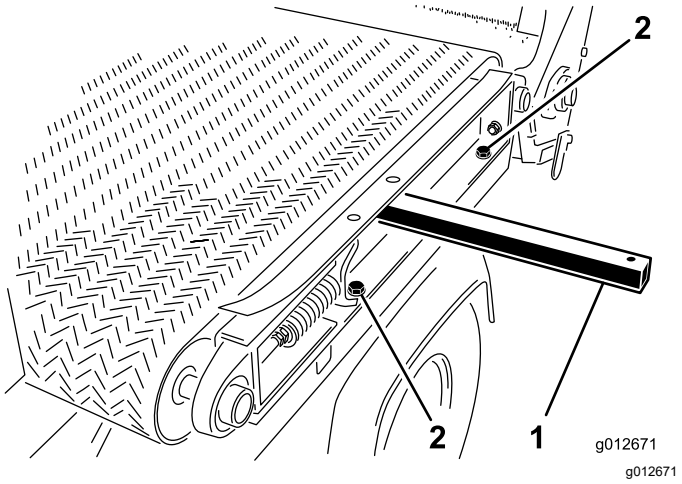

Figuur 35
1. Monteer de glijframerail aan het linker spatscherm aan de linkerkant van de machine (Figuur 35); gebruik hierbij de 2 inbusbouten en 2 ringen die u hebt verwijderd in De glijband demonteren (bladz. 24) en maak de inbusbouten vast.